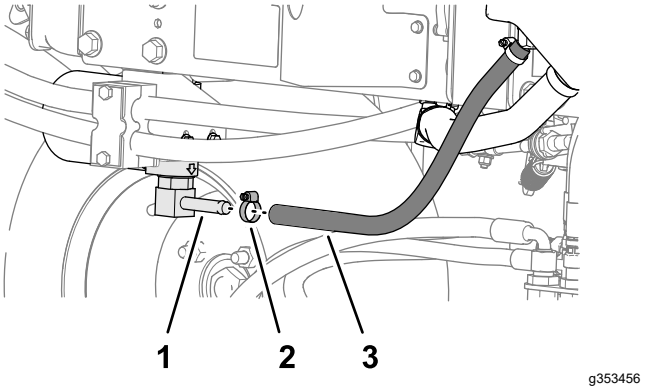
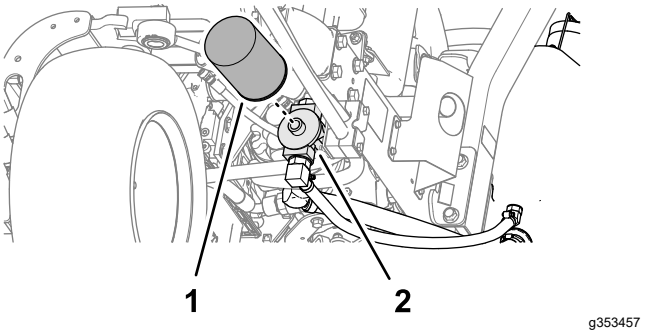

**Figur 85**
**Figur 86**
2. Koppla bort hydraulslangen (Figur 85) eller avlägsna hydraulfiltret (Figur 86) och låt hydraulvätskan rinna ned i ett avtappningskärl.